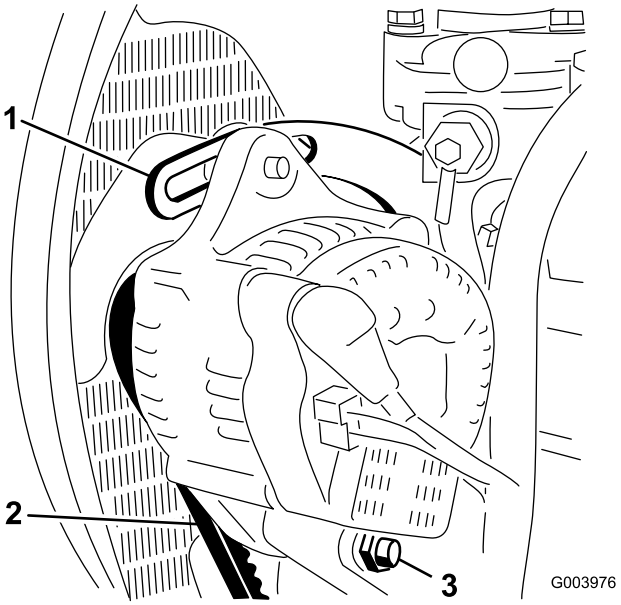

Rysunek 66
2. Sprawdź napięcie paska alternatora naciskając na niego (Rysunek 66) w połowie odległości między alternatorem a kołem pasowym wału korbowego z siłą 10 kg.
3. Poluźnij śrubę mocującą klamrę do silnika (Rysunek 66), śrubę mocującą alternator do klamry oraz śrubę przegubową.